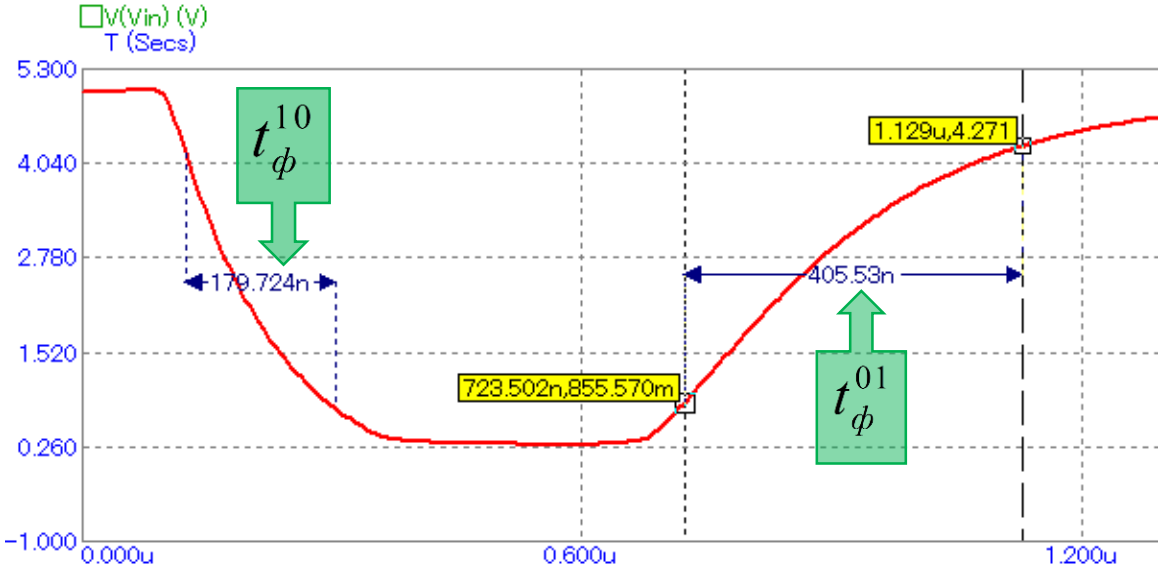

Рис.13. Измерение длительности фронтов
3) После фиксации положения курсоров надо оценить длительность фронта с помощью опции меню «Область графиков Scope» /«Нарисовать горизонтальную размерную линию между курсорами» (или нажав сочетание клавиш Ctrl+Shift+H) – см.рис.13.